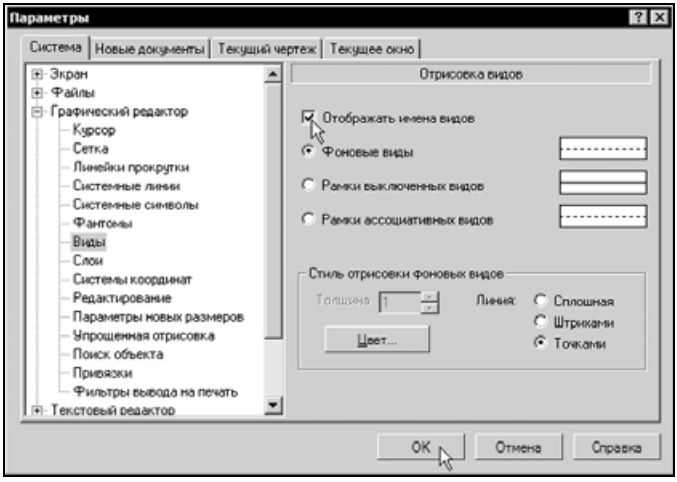

Рис. 3.16
- В диалоговом окне **Параметры** на вкладке **Система** включите флажок **Отображать имена видов** и нажмите кнопку **OK** (рис. 3.16). После этого вы вернетесь в окно **Состояние видов**.